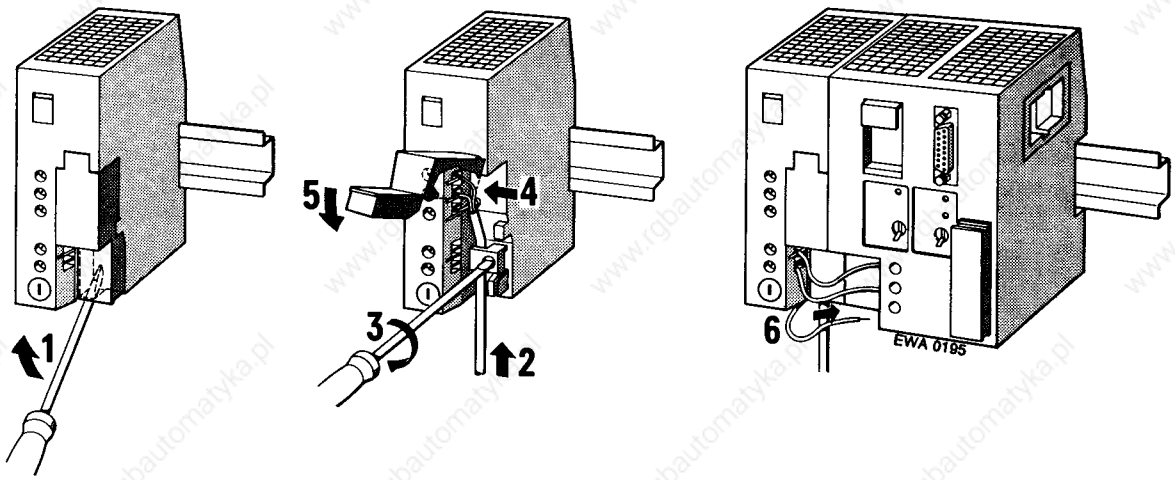

**Figure 3-11. Connecting a Power Supply Module and a CPU**
3. Connect the supply cable to terminals L1, N and ⏚ (see Figure 3-11).